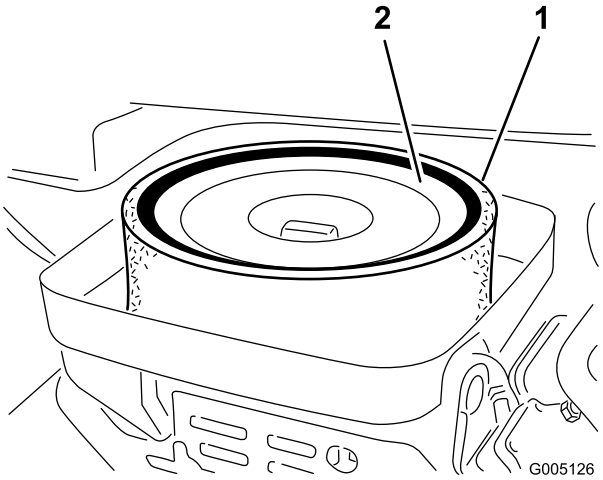

Figur 42
3. Hvis skumelementet er skittent, fjerner du det fra papirelementet (Figur 42). Rengjør den grundig, som følger: